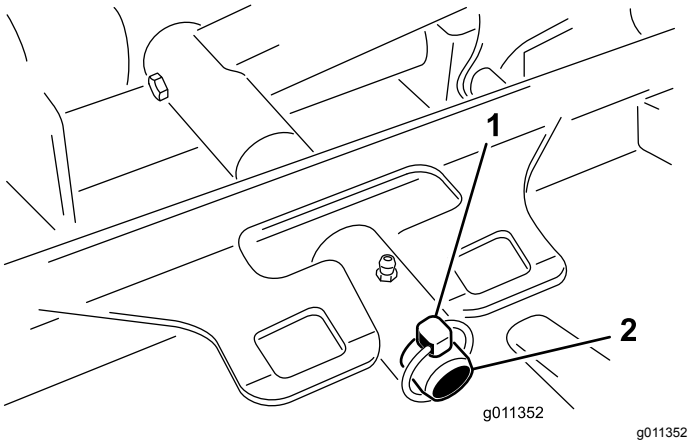

Figuur 85
3. Verwijder de lynchpen of de borgmoer (uitsluitend bij GM 4700) waarmee het draagframe van het maaidek aan de draaipen van de hefarm is bevestigd (Figuur 85).
3. Schuif het draagframe van het maaidek op de draaipen van de hefarm. Bevestig dit met een lynchpen of borgmoer (alleen GM 4700) (Figuur 85).